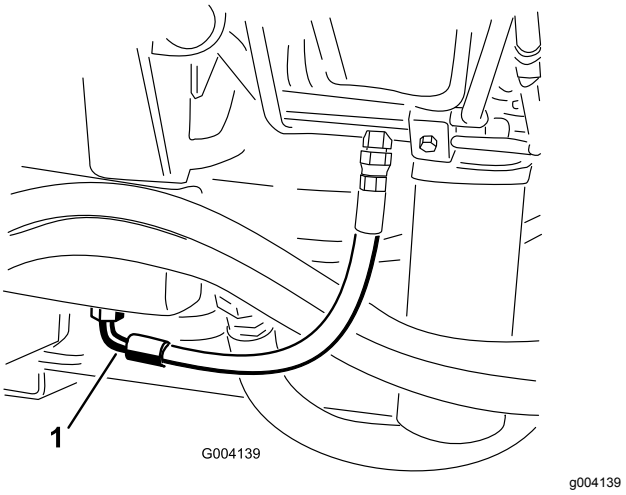

Figur 88
2. Anbring en stor bakke under stykket, der sidder i bunden af hydraulikvæskebeholderen (Figur 88).